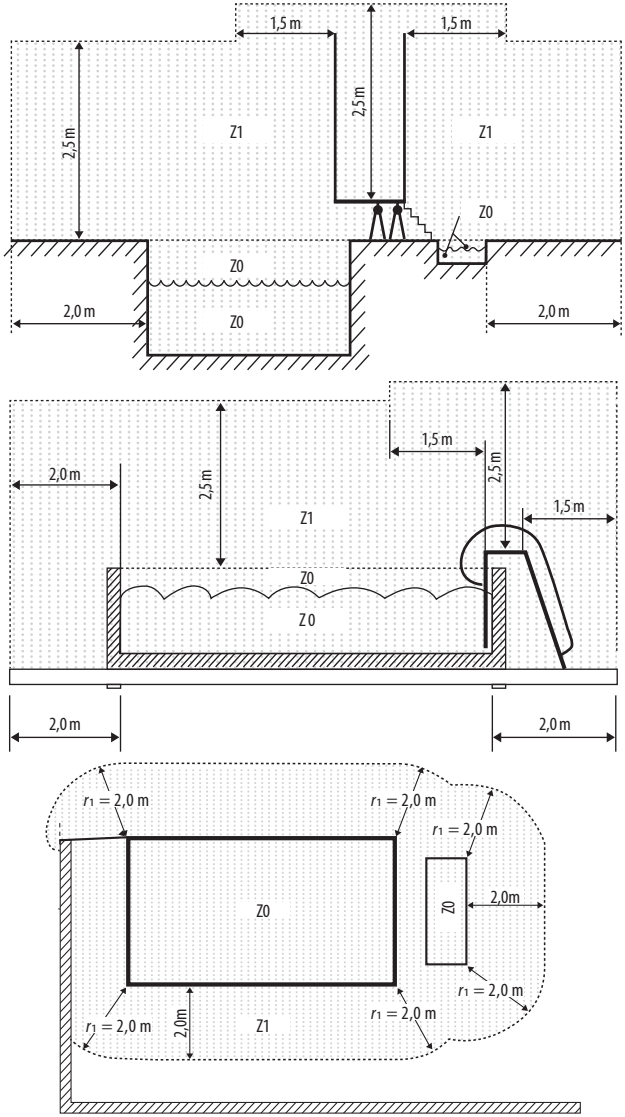

FIGURA 3 - **ZONAS DE INSTALACIÓN**
- En la Zona 0 (Z0) y Zona 1 (Z1) (FIGURA 3).